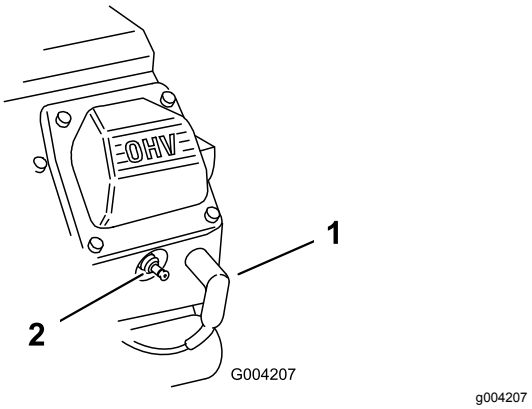

Figur 50
2. Træk ledningerne af tændrørene (Figur 50).
3. Sæt ledningerne på tændrørene (Figur 50).